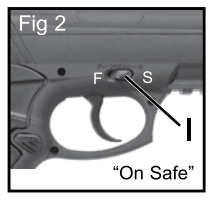

Fig 2
I. Safety (fig. 2)
- Push the safety in and all the way forward toward the "S" for "ON SAFE" (Fig. 2). The safety is not "ON SAFE" unless it is pushed all the way forward.